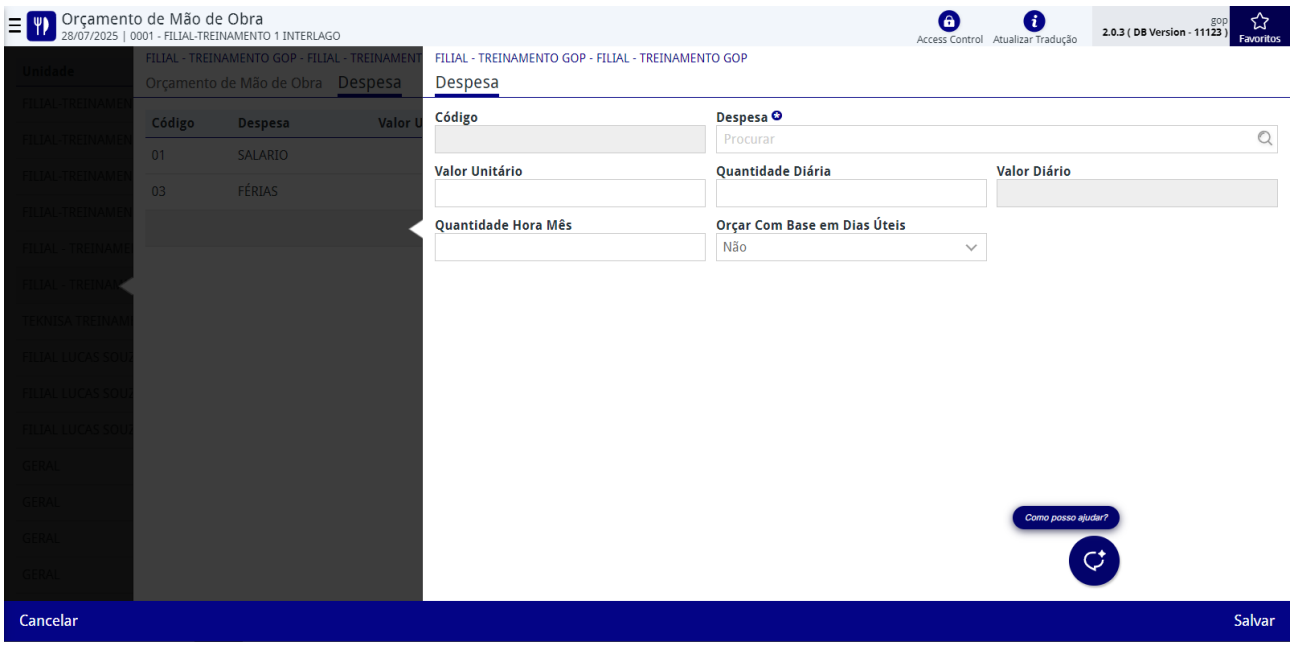

Figura 104: Guia Despesa para orçamentos do tipo diário
2. Selecione a despesa e preencha os campos solicitados no formulário (Figura 104):